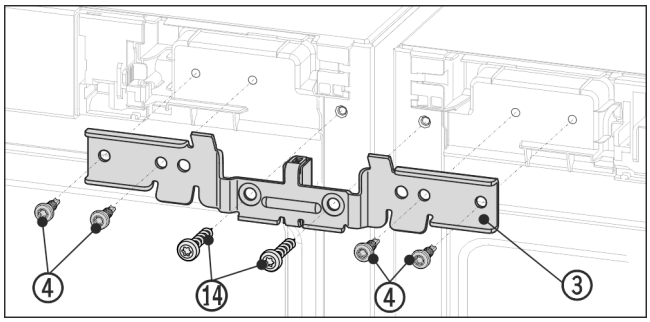

Fig. 13 Example illustration
- ▶ Slide the bracket *Fig. 13 (3)* onto the pins with the spacer between the appliances. Loosely screw in the brackets alternately right and left with four screws *Fig. 13 (4)* and the previously removed earthing screws *Fig. 13 (14)*.